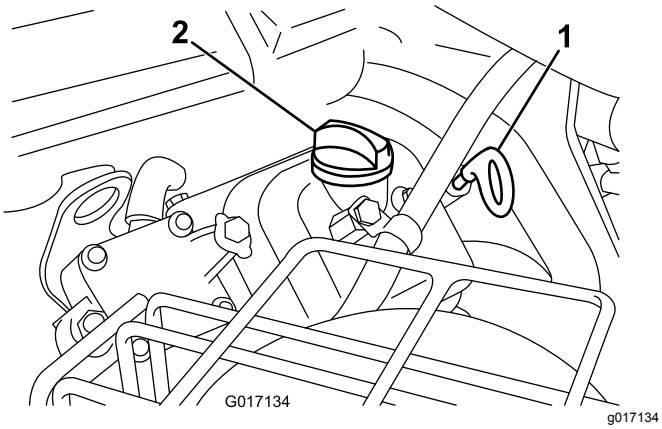

Figur 41
3. Sæt målepinden ned i målepindsrøret, og skru den ind i røret (Figur 41).